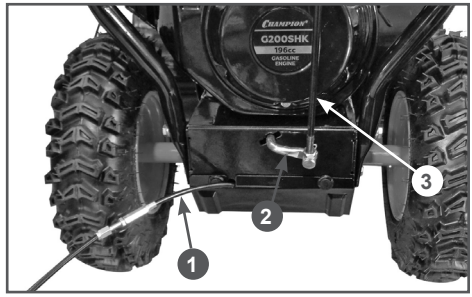
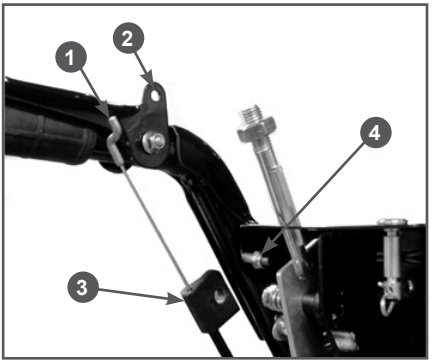

Рис. 7 Установка тяги переключения передач
Рис. 8 Установка троса включения хода
5. Установите тягу 3 от рычага переключения передач в кронштейн 2 оси переключения передач (Рис. 7). Вставьте бобышку наконечника тяги в отверстие в кронштейне и зафиксируйте ее шплинтом. Далее на рисунках 7, 8 и 9 показан снегоотбрасыватель ST661. Описание операций к этим рисункам также подходит для ST553.
— Открутите гайку 4 верхнего левого болта крепления панели (Рис. 8).
— Вставьте Z-образный наконечник 1 троса включения хода (трос включения хода показан на Рис. 7 п. 1) в отверстие 2 на рычаге включения хода (Рис. 8).
— Закрепите опору 3 оплетки троса включения хода на рукоятке управления с помощью болта и гайки 4 (Рис. 8).